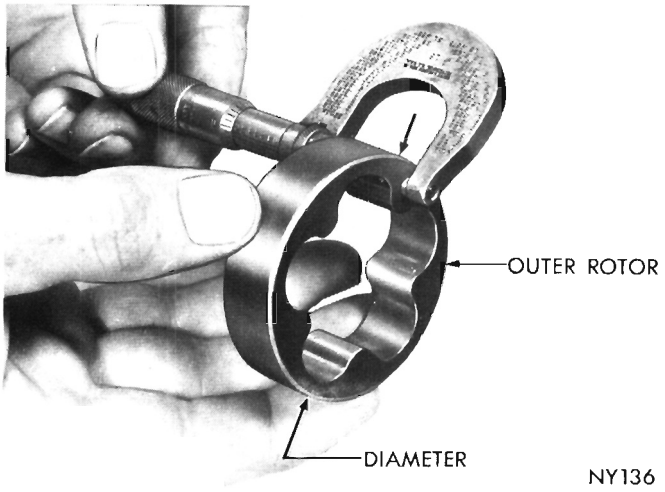

Fig. 52—Measuring Outer Rotor Thickness
(3) If outer rotor length measures less than .649 inch (Fig. 52), and the diameter less than 2.469 inches, replace outer rotor.